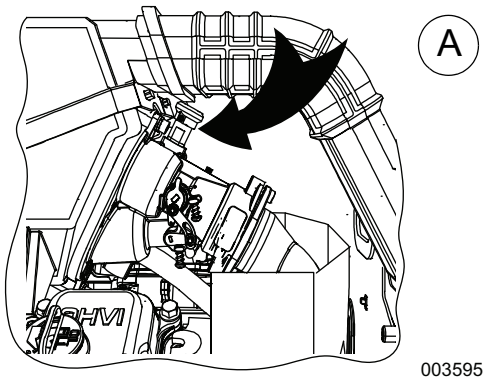

Figure 5-1. Emplacement du bouton de conversion de carburant
Voir la section ***Figure 5-1***. Le bouton orange de conversion de carburant est situé sur le dessus du mélangeur de carburant (A).